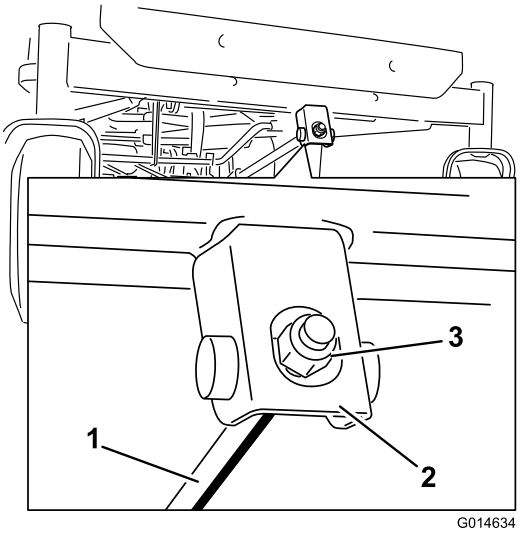

Figuur 57
6. Om de schuinstand in te stellen, moet u de stelmoer op de voorkant van het maaidek draaien (Figuur 57).